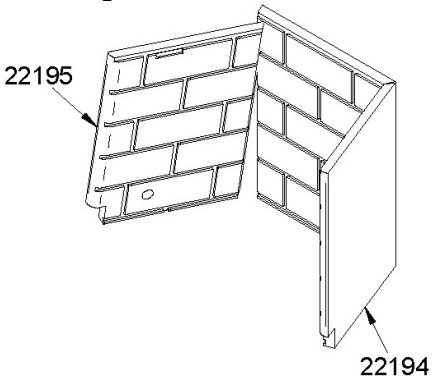

Figure 42.4
4. Retirez les panneaux réfractaires de gauche et de droite (22195 et 22194) ou (22332 et 22331). **Figure 42.4**